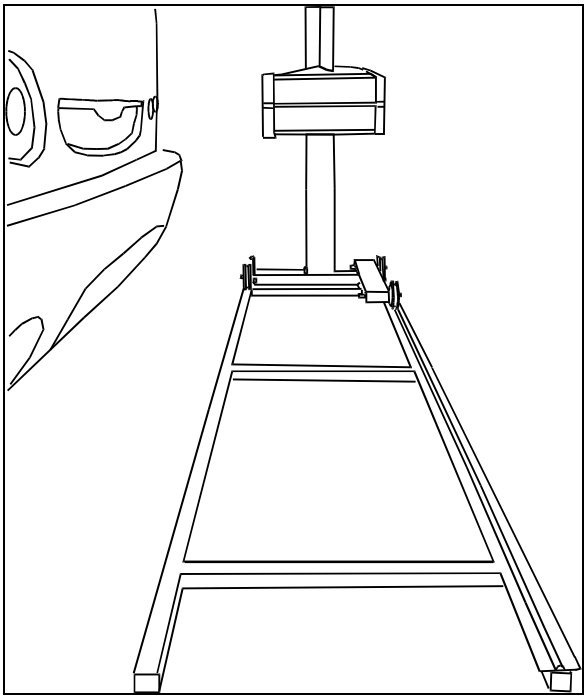

FIGURE 42: INSTALLATION OF HOOPY 100 ALIGNER 06496
5. Install *"Hoopy 100" Aligner* onto support rail (Fig. 42.
3. Install *"Hoopy 100" Aligner* onto support rail (Fig. 42. Turn aligner ON.